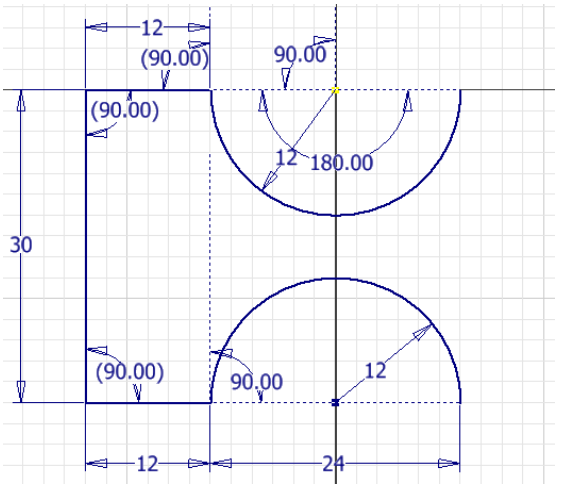

Figure 2-94 *Sketch showing lower arc*
12. Move the cursor upward, enter **12** in the length input field and press Enter; the lower arc is created, as shown in Figure 2-94.